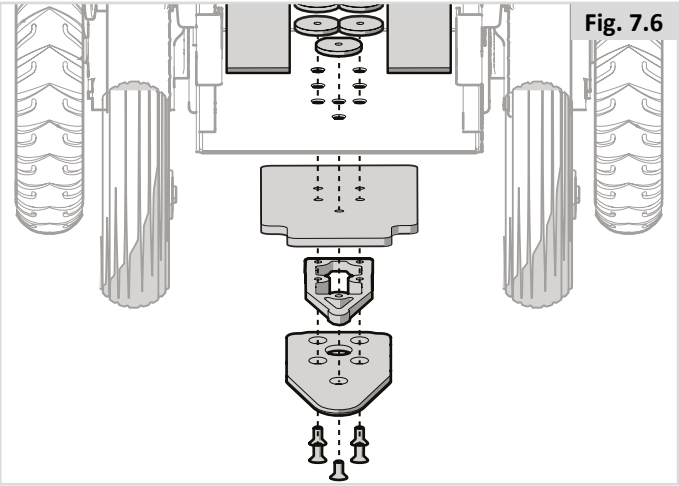

Fig. 7.6
1. Bringen Sie das 8 mm Distanzstück an der Sicherungsplatte an (Fig. 7.6).